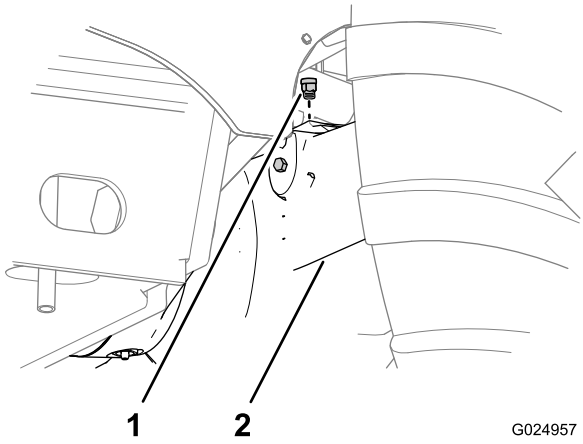
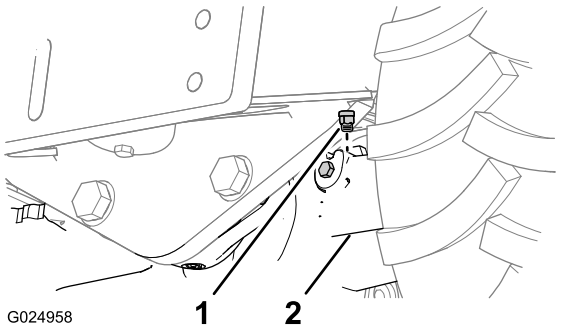

Рисунок 91
Рисунок 92
1. Очистите поверхность вокруг сапунов с помощью очищающего растворителя (Рисунок 91 и Рисунок 92).
2. Снимите сапуны с переднего и заднего моста (Рисунок 91 и Рисунок 92).
5. Установите сапуны в передний и задний мосты (Рисунок 91 и Рисунок 92).